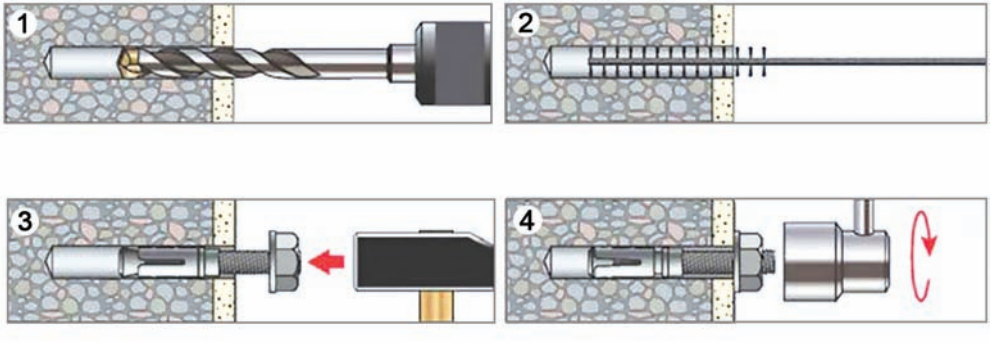

Рис. 137. Крепление анкерного болта в бетонной стене
Для крепления в бетонной стене используют дюбеля или анкеры (рис. 137). Для установки анкера высверливают отверстие (1), очищают его от цементной пыли (2), вставляют анкерный болт (3) и закручивают его гаечным ключом (4).